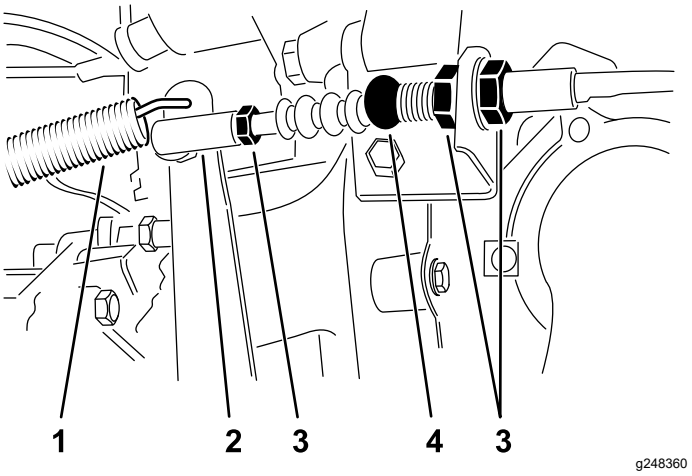

**Bild 61**
1. Lösen Sie die Klemmmuttern, mit denen das Kupplungskabel an der Halterung am Glockengehäuse befestigt ist (Bild 61).